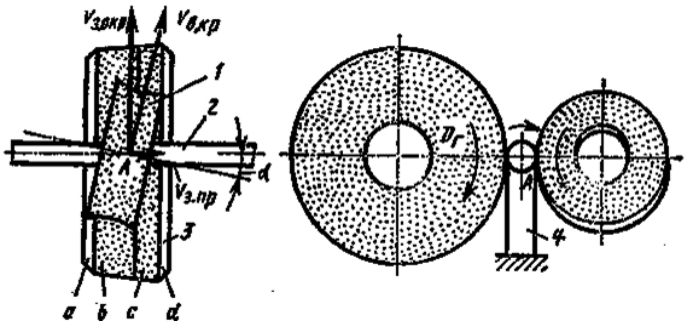

Рисунок 1 – Схема обработки на бесцентрово-шлифовальном станке
2. Составить конспект лекции. Обязательно изобразить рис.1 - Схема обработки на бесцентрово-шлифовальном станке
Сущность бесцентрового шлифования заключается в том, что заготовка в процессе обработки не закрепляется в центрах и других зажимных приспособлениях, а базируется на опорном ноже станка и ведущем круге (рисунок 1). Таким образом, возможно шлифование большими партиями не только заготовок колец, гильз, но и заготовок, имеющих большую длину и малый диаметр.